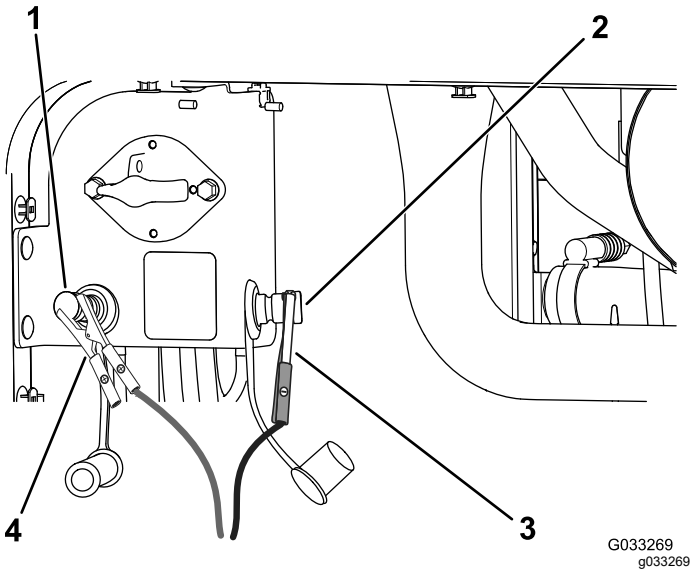

Figur 111
4. Anslut plusstartkabeln (+) till plusstartpolen (Figur 111).
5. Anslut minusstartkabeln (−) till minusstartpolen (Figur 111).
7. När motorn startar ska den andra personen koppla bort minusstartkabeln (−) från minusstartpolen och sedan koppla bort plusstartkabeln (+) (Figur 111).